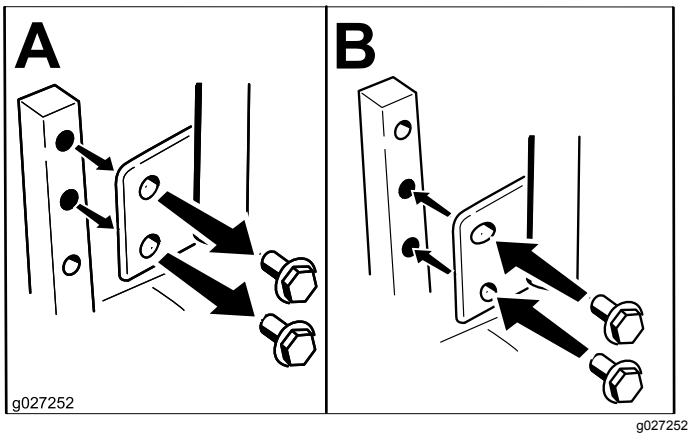

Figura 21
Pode ajustar as alavancas de controlo de movimento mais para cima ou mais para baixo para um maior conforto (Figura 21).
2. Desaperte o parafuso inferior o suficiente para rodar a alavanca de controlo para a frente ou para trás (Figura 21).